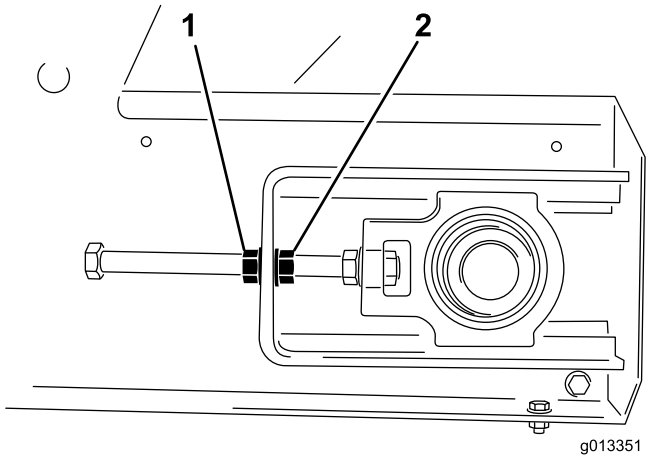

**Figur 55**
4. Hold fast i enden af spændstangen ved hjælp af to skruenøgler, og løsn så låsemøtrikken, som er møtrikken nærmest enden af stangen (Figur 55).
3. Hold fast i enden af spændstangen på den side, som transportbåndet sporer mod. Løsn så låsemøtrikken og spænd justermøtrikken med ca. to sider af møtrikken (Figur 55).